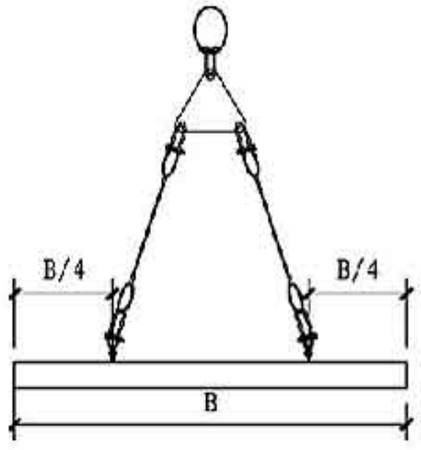

图3 预制空调板吊装示意图
7.1.3 起吊时绳索与预制空调板的水平夹角宜为55°～60°（见图3）。